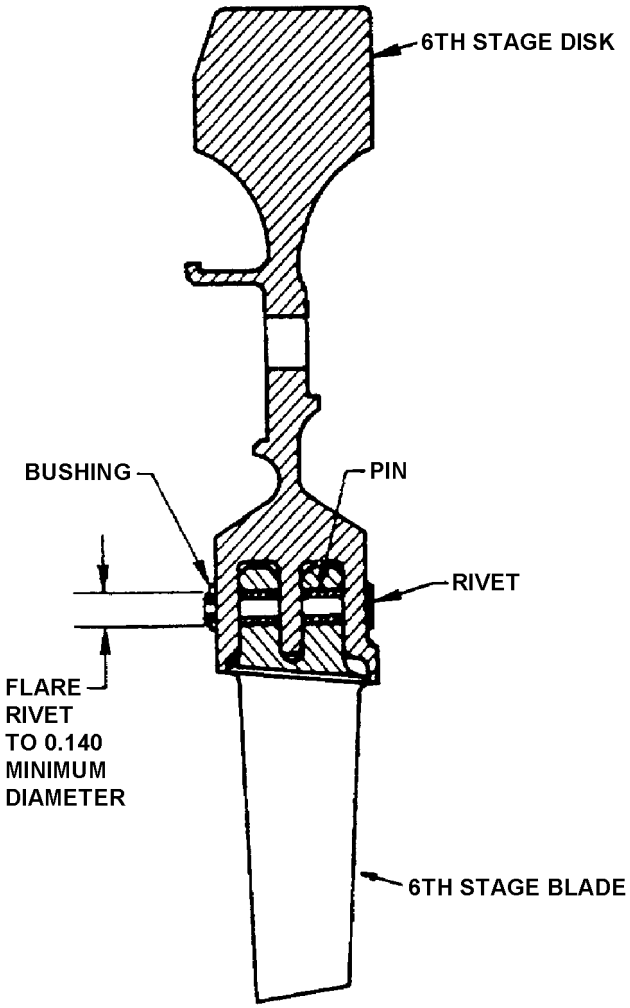

Figure 2. Pins, Retaining, Sixth Stage Blades – Flaring of Rivets
7. PINS, RETAINING, SIXTH STAGE BLADES FLARING OF RIVETS. (Figure 2)
(1) With flaring tooling engaged with rivet, flare rivet to 0.140 inch minimum diameter (Figure 2).
(2) Inspect rivet for cracks and full flare.
(3) Flare all remaining rivets. (QA)